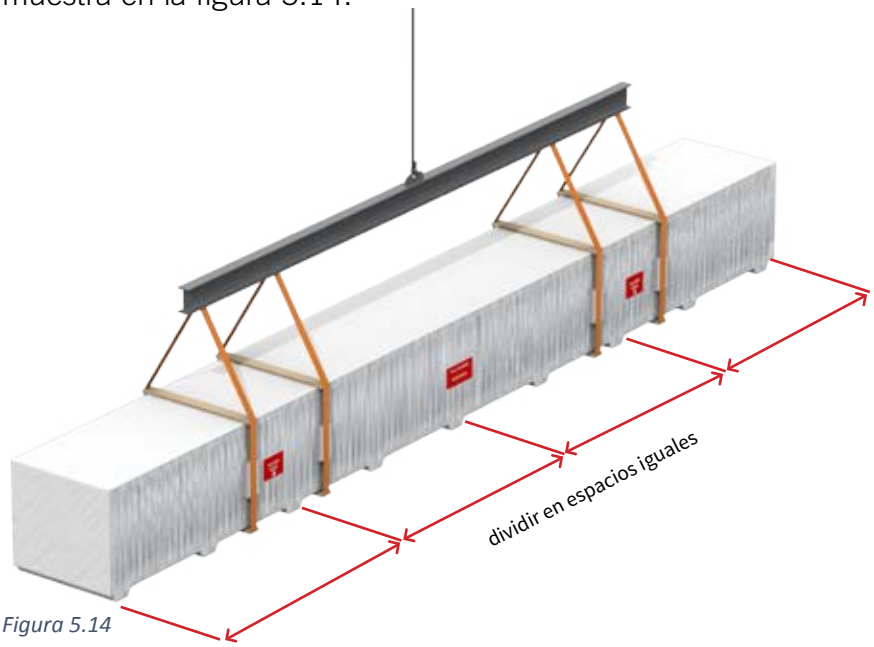

Figura 5.14
5.14 Los paquetes ***de más de 1814 kg y menos de 13.4 m*** pueden levantarse como se muestra en la figura 5.14.